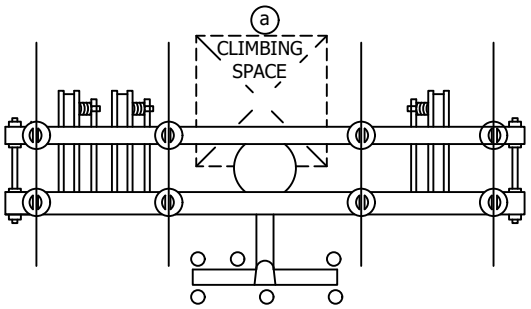

**FIGURE 1**
(F) WHEN ADDING THIS CONSTRUCTION TO AN EXISTING POLE WITH A 10' LINE ARM, AND SUFFICIENT POLE HEIGHT EXISTS, INSTALL 10' SWITCH ARMS AND ASSOCIATED HARDWARE BELOW THE LINE ARM TO AVOID CHANGING LINE ARM FROM 10' TO 12' (SEE O.H. STANDARD 1222. FIG. 1-B).